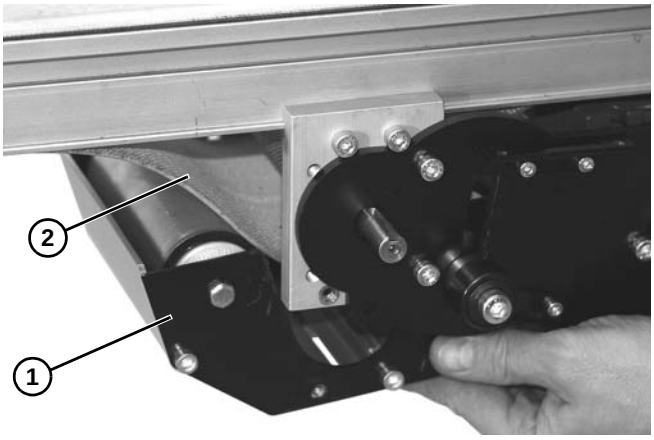

Figure 43
3. Lower and remove mid drive module **(Figure 43, item 1)** from belt **(Figure 43, item 2)**.